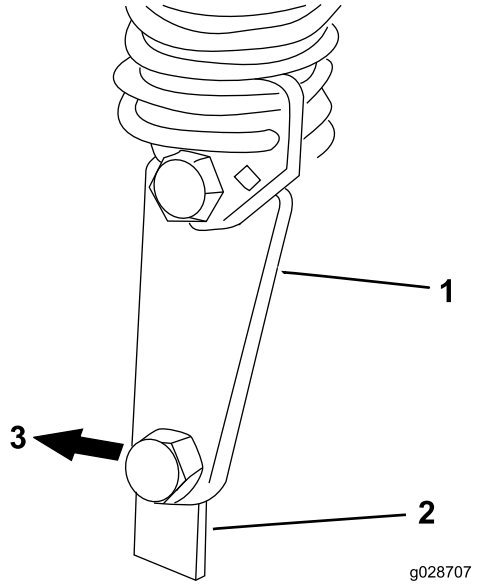

Figura 16
7. Ligue o motor e levante a estrutura. Fixe a ligação da mola de contrapeso ao suporte da mola da unidade de corte com o parafuso com olhal e a porca de bloqueio previamente retirados (Figura 16).